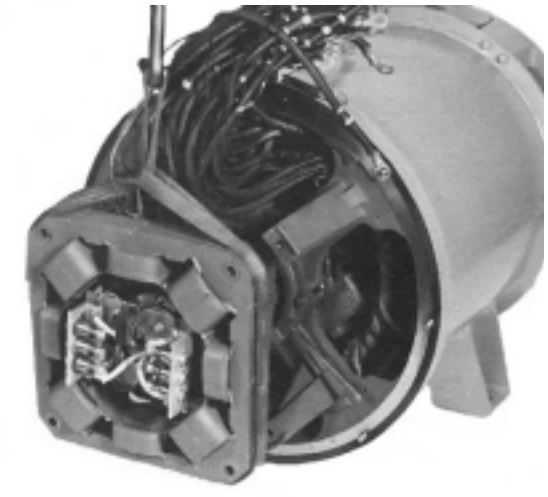

Figure 6-75
3. Position the exciter field leads at the left (9:o'clock) inboard position. Using a suitable lifting device, mount the exciter stator on the front e bracket mounting pads and align the mounting holes. (Figure 6-75.) Mount the cap screws with Belleville washers. (Figure 6-72.) Torque t cap screws to 60 ft-lb. (81 N-M). Route and secure the exciter stator leads away from any moving parts.